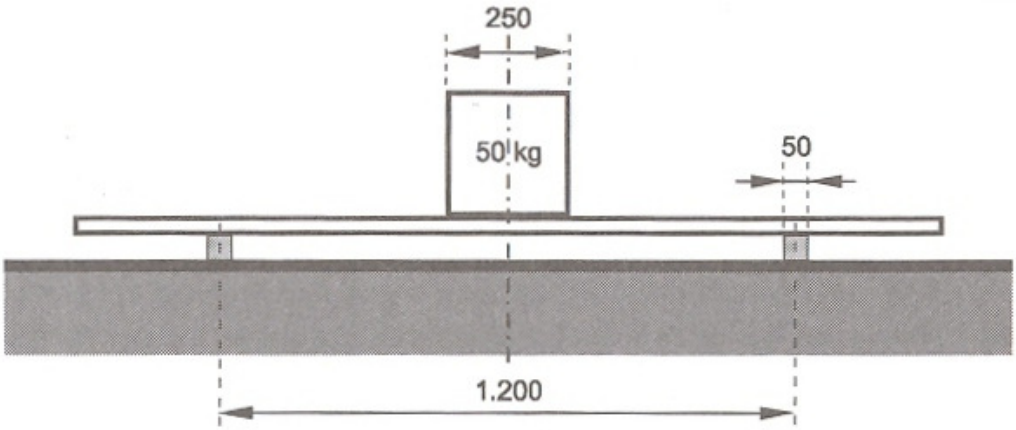

Bild 3 Härte des Spielbretts
- Wenn ein quadratischer Querbalken (250 mm seitlich und 1100 mm lang) mit einem Gewicht von 50 kg auf das Zentrum des gläsernen Spielbretts gestellt wird (ohne Gestell), wobei das Spielbrett horizontal auf zwei Holzlatten gelegt ist, parrallel im Abstand von 1200 mm (Abbildung 3), darf die vertikale Verformung maximal 3 mm betragen.